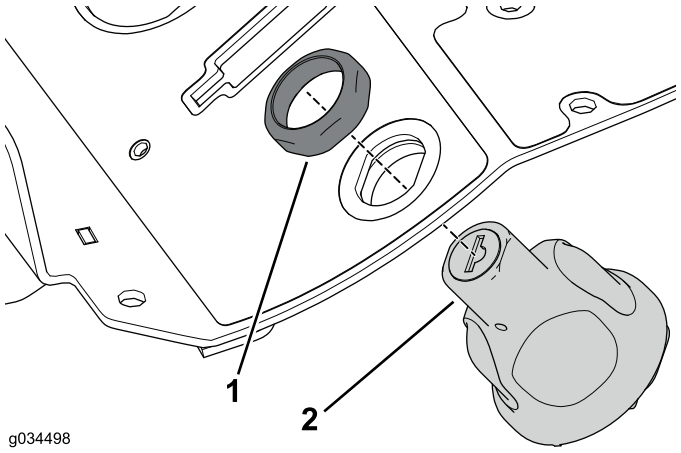

Figuur 13
4. Verwijder de bevestigingsmoer van de contactschakelaar om deze van de bedieningseenheid te nemen (Figuur 13).